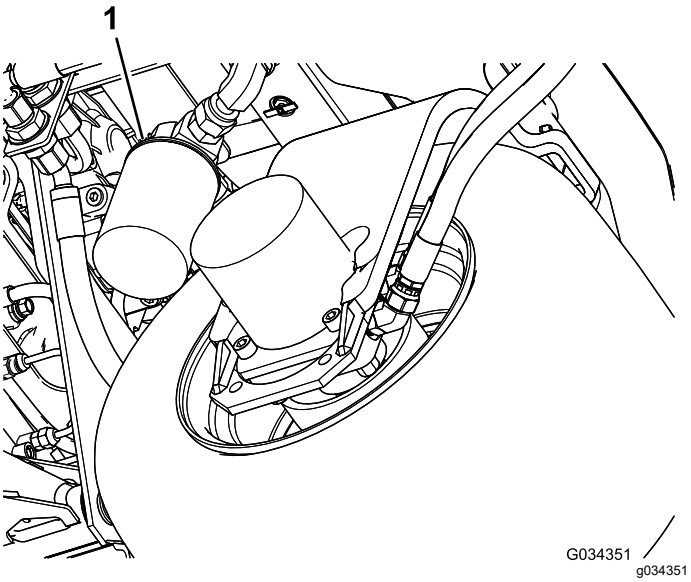

Figur 79
2. Rengør omkring det område, hvor filteret monteres. Anbring en dræningsbakke under filteret (Figur 79), og fjern filteret.